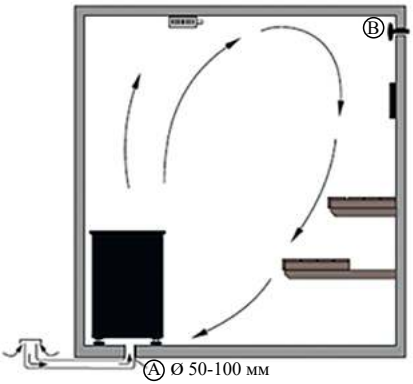

Рис. 14
4. Естественная вентиляция (Рис. 14):